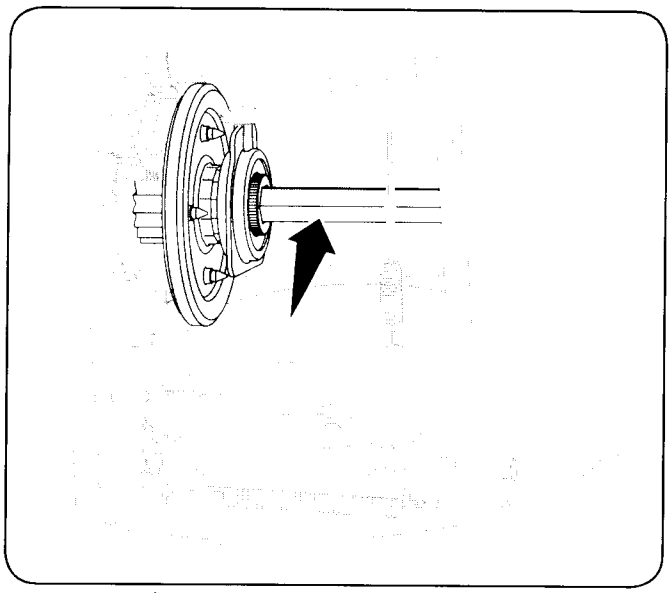

Figure 6-3
4. Apply a light coating of engine oil (or 3-in-1 oil) to the hex shaft. See Fig. 6-3.